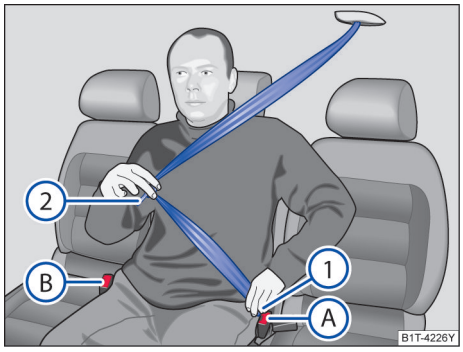

图 31 第二排座椅中间位置佩戴安全带的方法 ▶
– 将锁舌①插入所属座椅的安全插锁Ⓐ内，下压，直至听到啮合声→ 图 31。安全带锁舌被锁扣锁止。
– 将锁舌②插入所属座椅的安全插锁Ⓑ内，下压，直至听到啮合声→ 图 31。安全带锁舌被锁扣锁止。